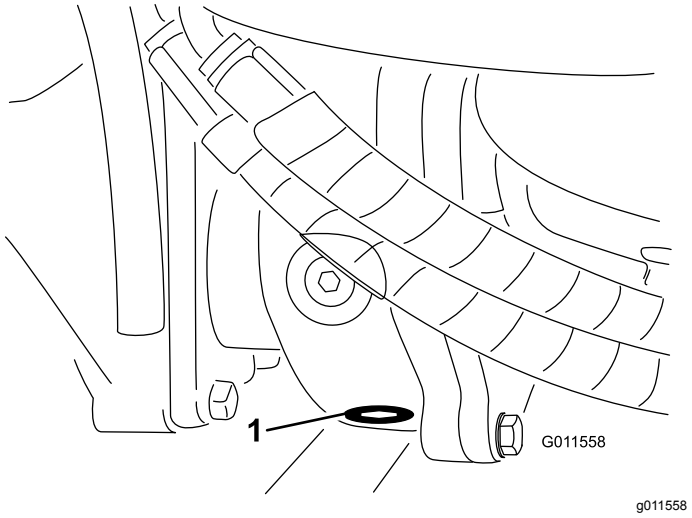

**Figuur 87**
5. Reinig de omgeving van de aftapplug onderaan de tandwielkast (Figuur 87).